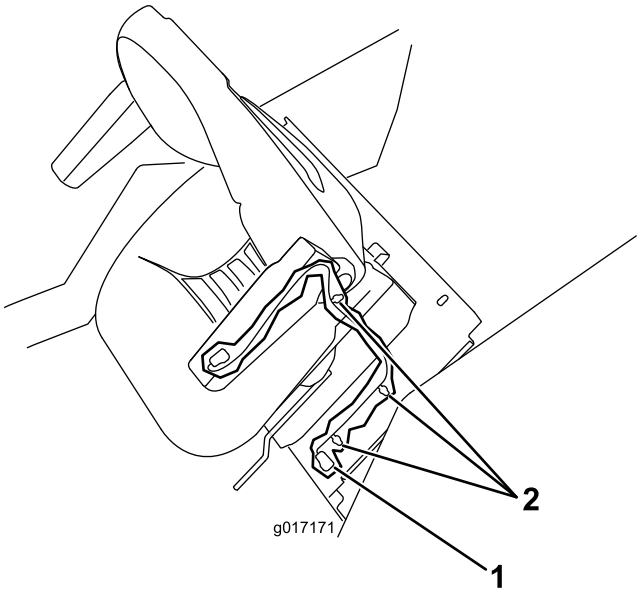

Figur 1
4. Koppla loss sätesbrytarkabeln från traktorenhetens kablage (Figur 1).
5. Ta bort eventuella kablageklämmor eller kabelband som fäster säteskablaget vid sätesplattan (Figur 1).